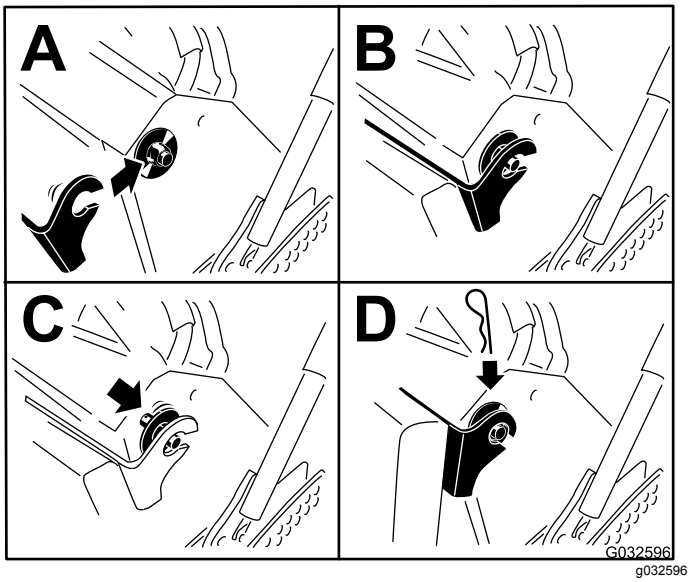

**Figur 36**
6. Hæv puden, og sæt den på tapperne på begge sider af maskinen (Figur 36).
7. Skub de store skiver med plastikbøsningerne ind i pudebeslaget, og fastgør dem med en låseclips (Figur 36).